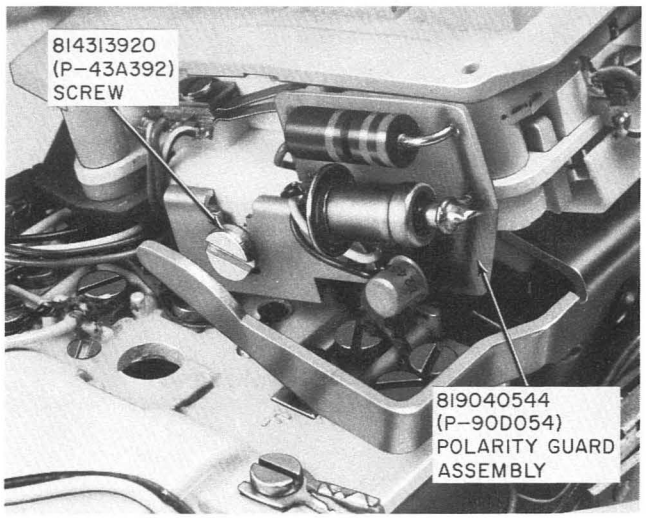
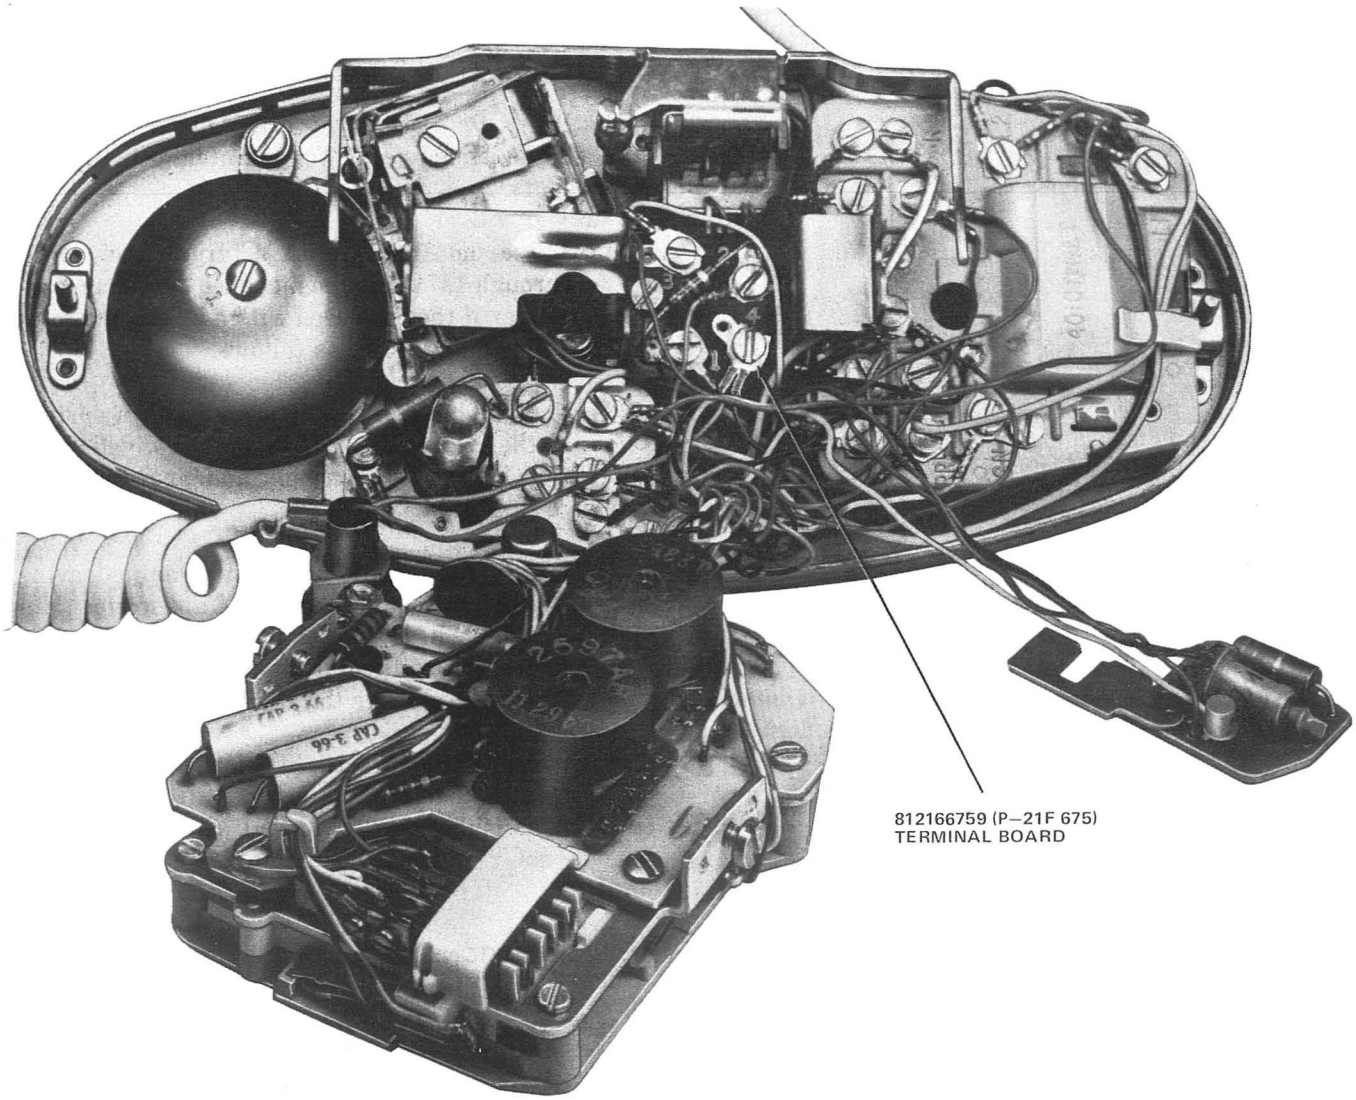

Fig. 8—Polarity Guard Mounted in PRINCESS Telephone Set
Fig. 9—▶812166759 (P-21F675) Terminal Board Installed in 2702D (MD) Telephone Set◀
(3) Insert tabs of 812166759 (P-21F675) (Fig. 9) terminal board into notches in right-hand dial mounting bracket and secure to retainer using 814313920 (P-43A392) screw.
(4) Connect polarity guard in accordance with connections shown in Table D.
(5) Reinstall dial on mounting bracket, securing the guard assembly mounting bracket under the right-hand dial mounting screw (Fig. 8).
(6) Reinstall housing.